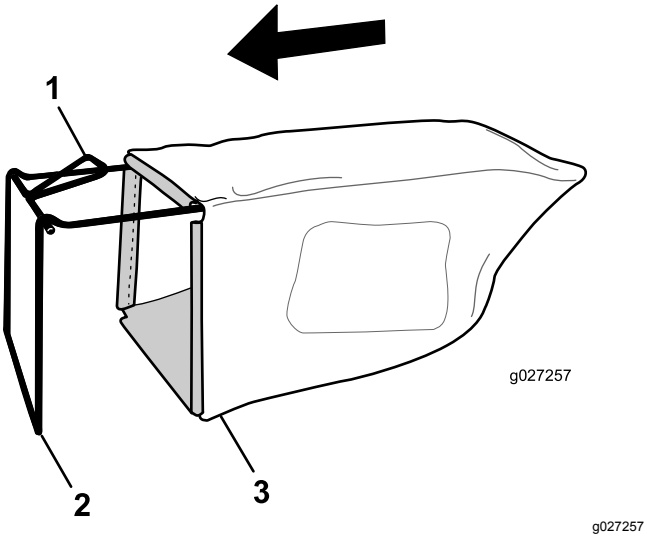

Figur 7
1. Sæt græsposen over stellet som vist i Figur 7.
Bemærk: Sæt ikke posen over håndtaget (Figur 7).